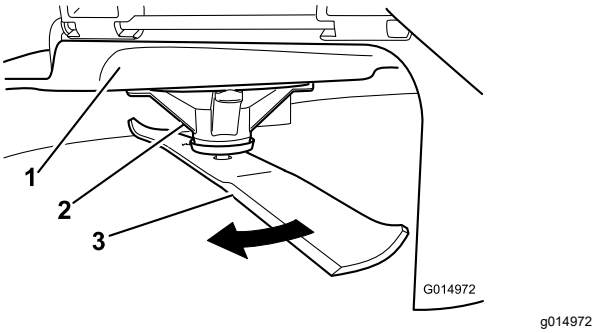

Figura 63
2. Purtai mănui cu protecie corespunzătoare sau alte protecii adecvate pentru mâini i rotii încet lama într-o poziie care vă permite să măsurai distana dintre marginea de tăiere i suprafaa uniformă pe care se află maina (Figura 63).